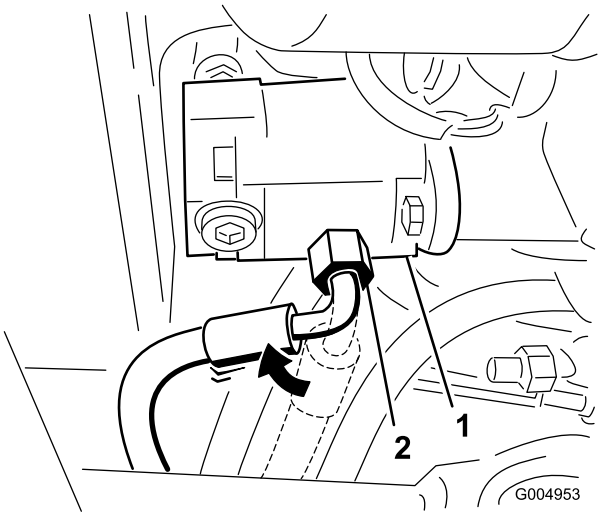

**Rysunek 103**
25. Poluzuj złącze przewodu ciśnieniowego przy pompie i obróć je o 45 stopni do przodu maszyny (Rysunek 103).
**Informacja:** Rysunek 103 przedstawia widok od spodu zespołu jezdnego.